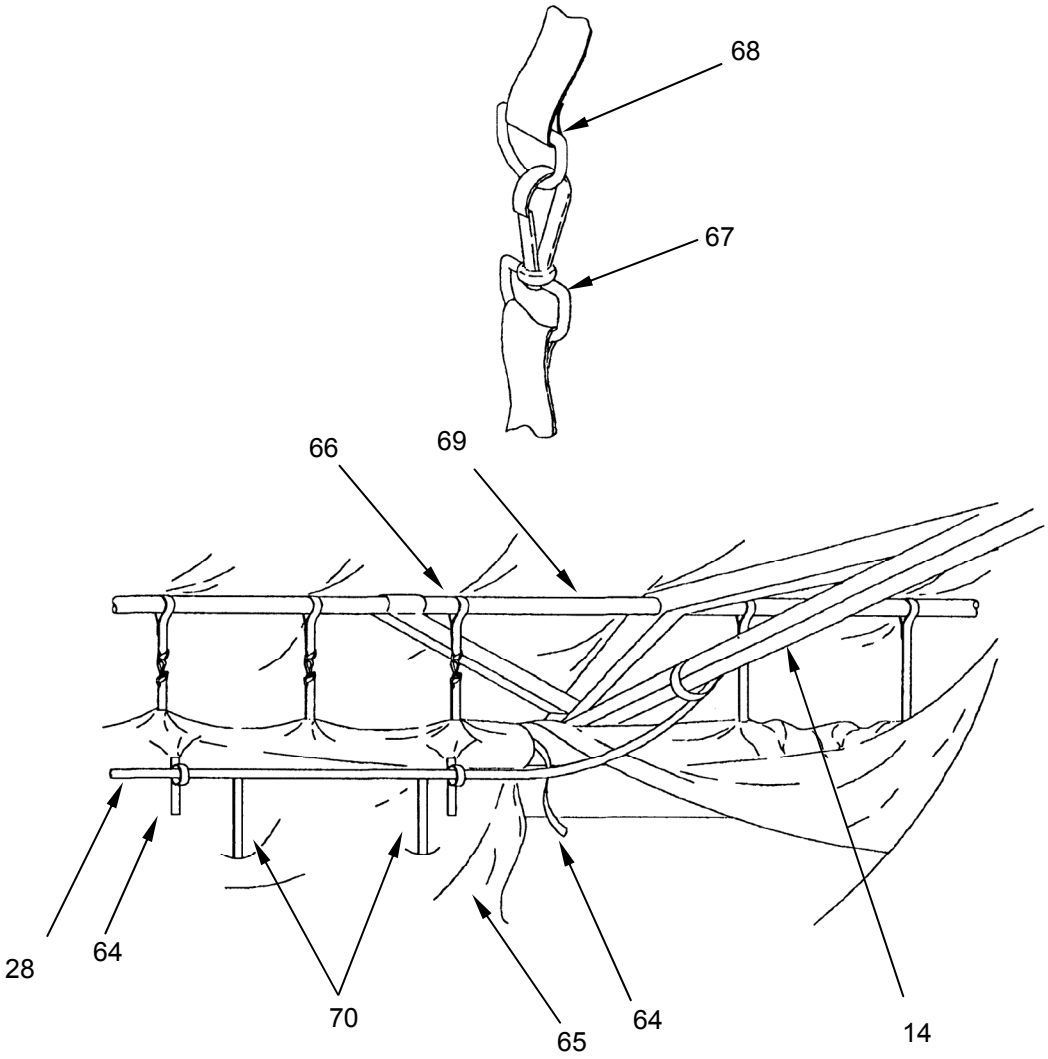

Figure 31. Liner.
1. Identify liner sections **(Figure 31, Item 65)**.
2. Unwrap tent liner **(Figure 31, Item 65)** and unfold it inside tent.
3. Identify three liner, nylon support straps **(Figure 31, Item 66)** and snap hooks **(Figure 31, Item 67)** at center of liner.
4. Wrap D-ring **(Figure 31, Item 68)** portion of outside support straps **(Figure 31, Item 66)** around ridge purlin **(Figure 31, Item 69)**. Attach to snap hook **(Figure 31, Item 67)**.
5. Clip remaining strap around ridge purlin **(Figure 31, Item 69)** in similar manner.
6. Identify the tie tape **(Figure 31, Item 64)** at center edge of liner **(Figure 31, Item 65)**.
7. Secure the tie tape **(Figure 31, Item 64)** to the header **(Figure 31, Item 14)** using a bow knot.
9. Secure liner to frame members with tie tapes **(Figure 31, Item 64)**.
10. Place the light support strap assembly hangers **(Figure 31, Item 70)** through slits in the liner.
11. Secure liner tie tapes **(Figure 31, Item 64)** to light support strap assembly **(Figure 31, Item 28)**.